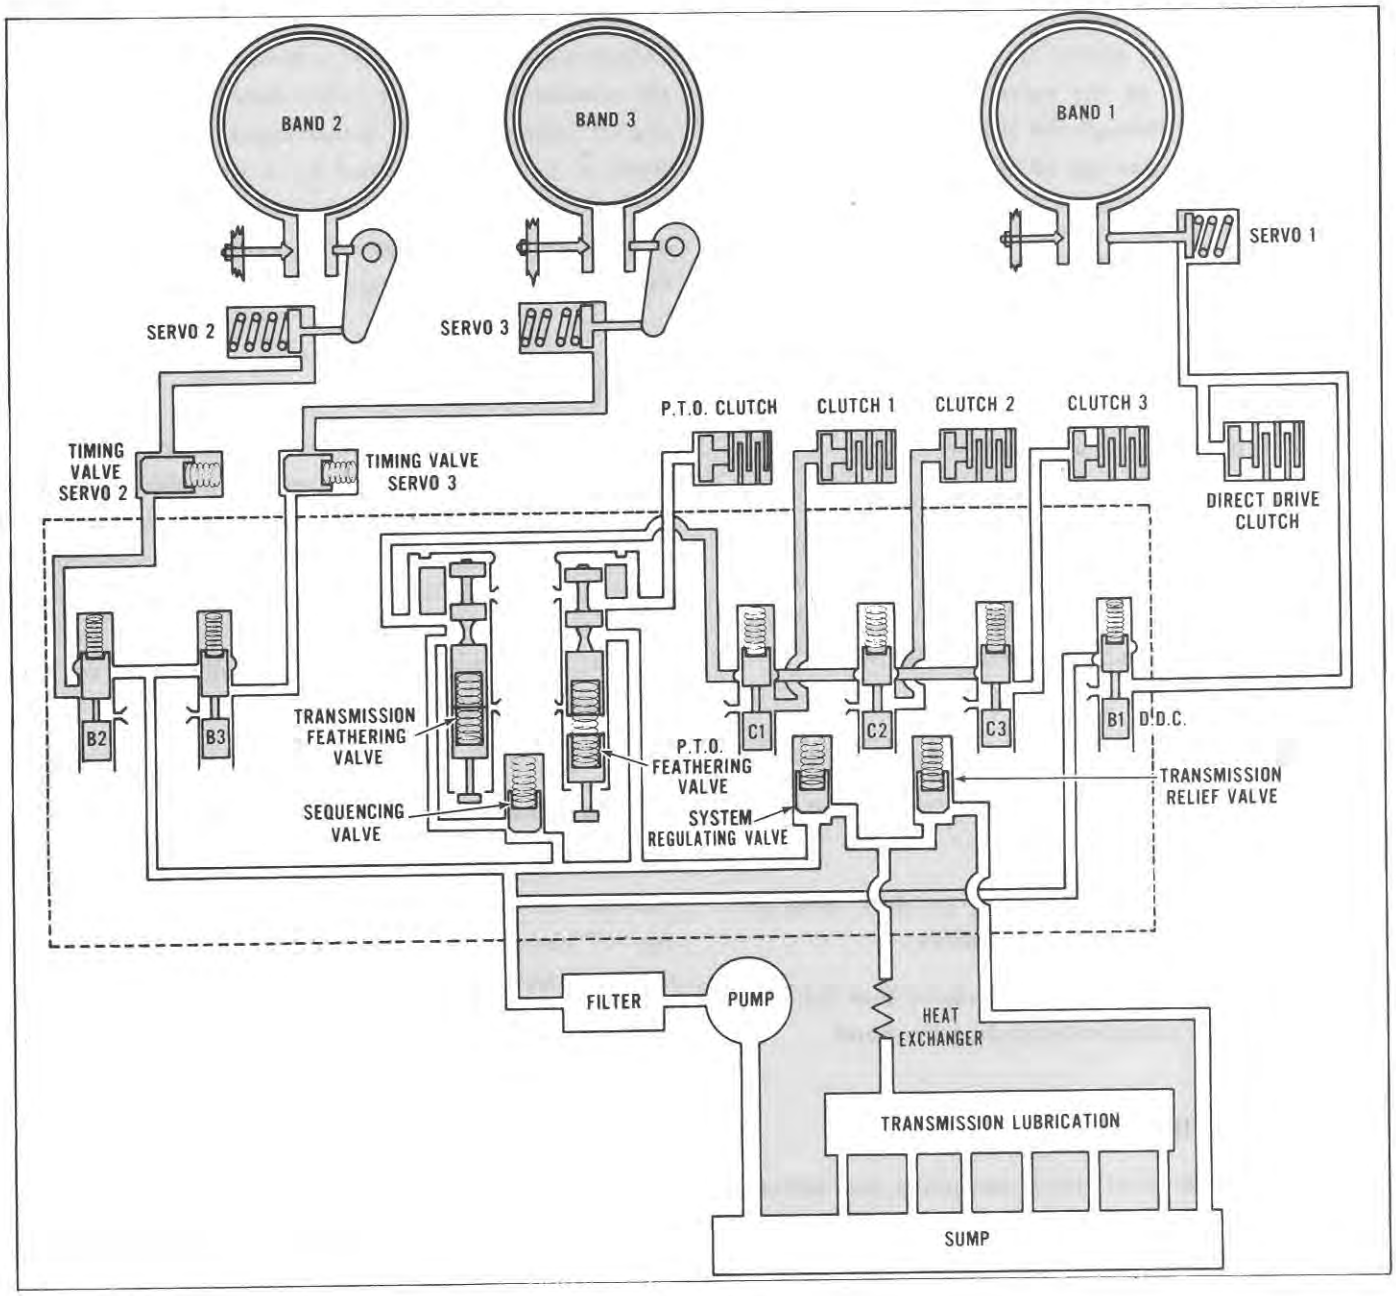

Figure 18
When the selector lever is in park (P), the six valve spools in the control valve lower housing are in the "OFF" position and there is no delivery of oil pressure past the control valve assembly other than lubrication. Bands 2 and 3 are mechanically applied to hold the "C" planetary system and prevent any movement of the rear wheels. Figure 18 illustrates in schematic form the hydraulic system in park (P) position.